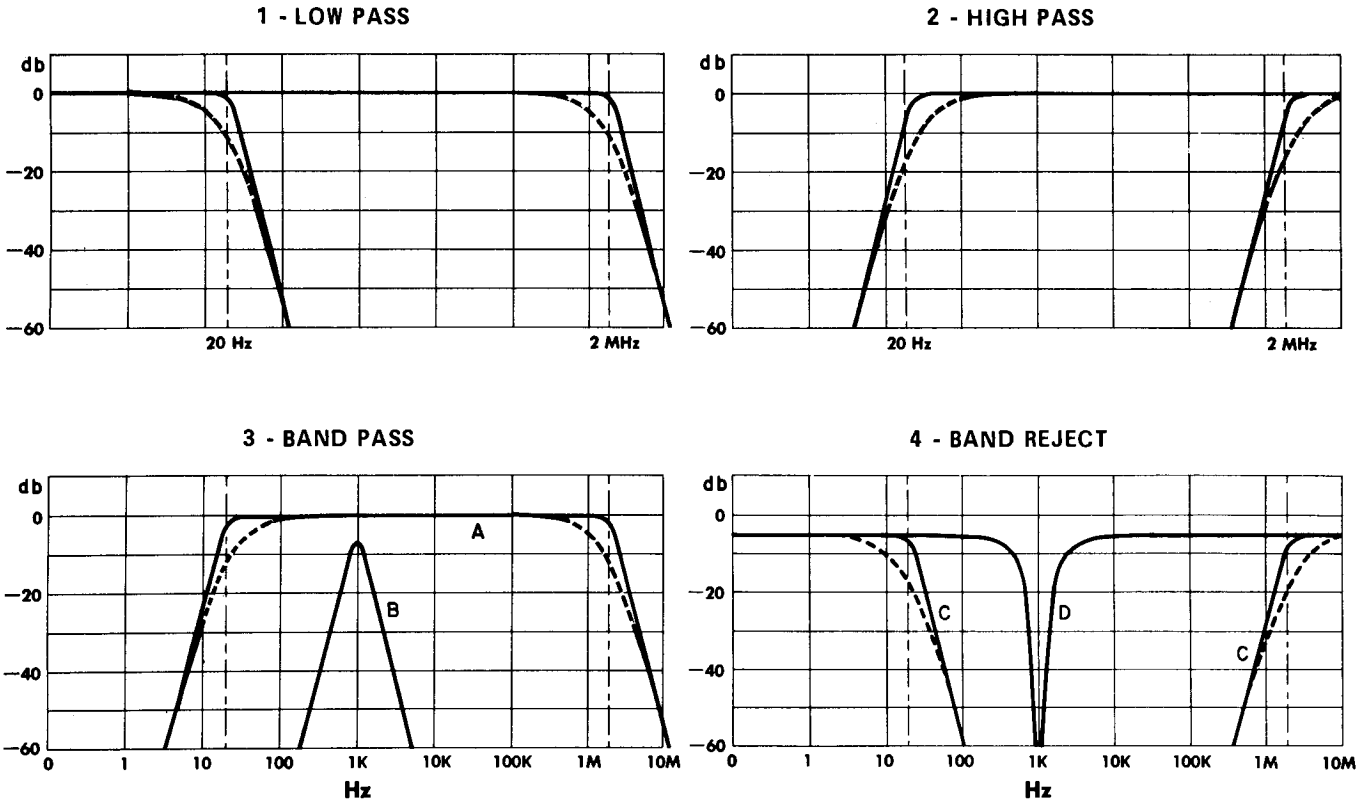

Figure 2. Multifunction Response of Butterworth (solid curves) and Simple R-C (dashed curves).
The flexibility of adjustment of bandwidth is shown in Figure 2. Low-Pass and High-Pass operation is shown in curves (1) and (2). The solid lines show the Maximally Flat or Butterworth operation while the dotted lines show the simple R-C characteristic. Curve (3) shows Band-Pass operation for two different bandwidths illustrated by curves A and B. Curve B shows the minimum pass-band width obtained by setting the two cutoff frequencies equal. In this condition the insertion loss is 6 db, and the -3 db cutoff frequencies occur at 0.8 and 1.25 times the mid-band frequency. Band-Reject operation for a reject band with a cutoff frequency separation ratio of 10,000 is shown by curve 4C. Curve 4D illustrates a sharp null with 3 db points at approximately 0.5 and 2.0 times the null center frequency and is obtained by setting the high and low cutoff frequencies a factor of approximately 2 from the desired null frequency.
c. The minimum Pass-Band is obtained by setting the high cutoff frequency equal to the low cutoff frequency. In this condition the insertion loss is 6 db, and the -3 db cutoff frequencies occur at 0.8 and 1.25 times the mid-band frequency. See curve B in Figure 2.